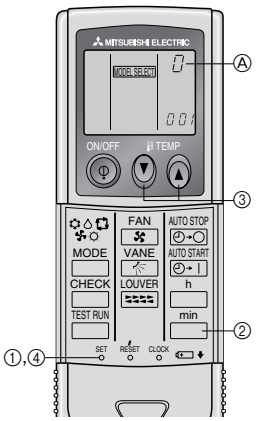

Fig. 6-7
4) Zuweisung einer Fernbedienung für jede einzelne Anlage (Fig. 6-7)